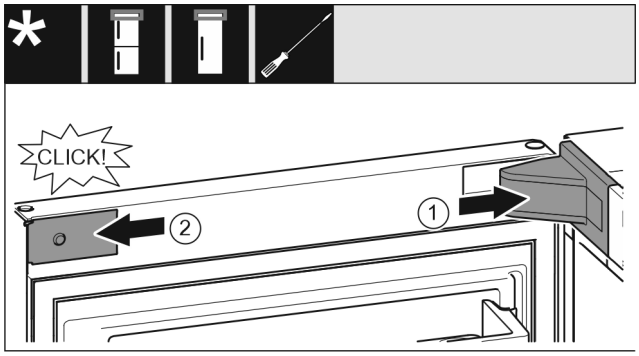

Fig. 21
▶ Lagerbockabdeckung *Fig. 21 (1)* aufsetzen und einrasten, ggf. vorsichtig auseinanderdrücken.
▶ Blende *Fig. 21 (2)* seitlich ansetzen und einrasten.